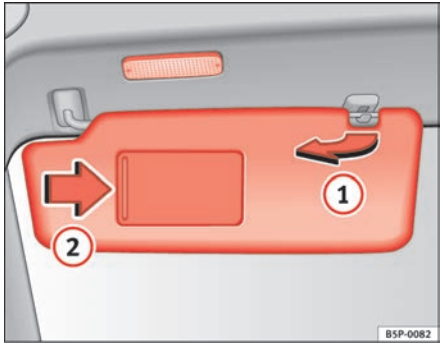

Fig. 83 Sun visor on the driver side
The sun visors for the driver and the front passenger can be pulled out of their mountings in the centre of the vehicle and turned towards the doors ⇒ fig. 83 (1)